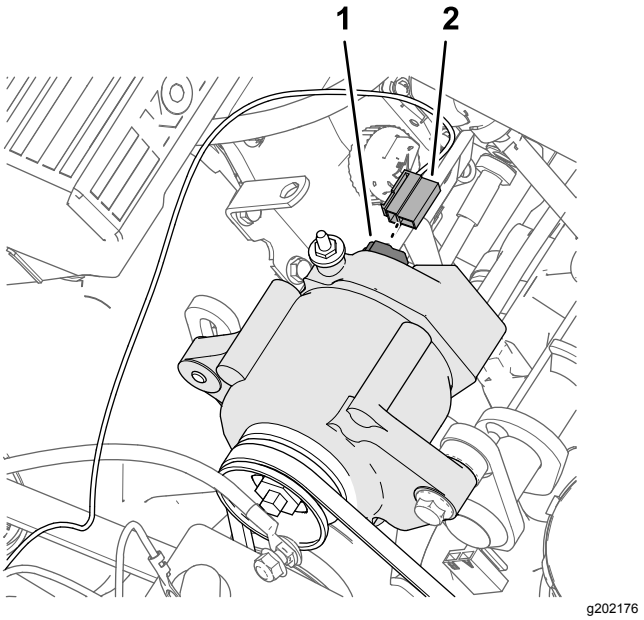

Figur 185
1. Tilslut stikket med 2 sokler for enden af den lyserøde ledning (57 cm) på sættets ledningsnet (Figur 185) til generatorens (50 A) stik med 2 ben.